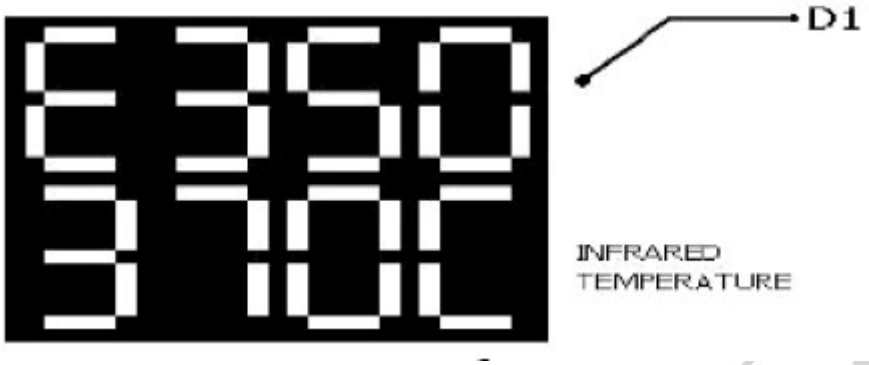

рис. 6.
9. Если ремонт окончен, нажмите кнопку C1 для выключения ИК-излучателя. Обратите внимание, что система будет ждать, пока температура не опустится до 90 ^{o}C прежде чем полностью выключится. Вы также заметите небольшое изменение на панели во время постепенного уменьшения температуры, как показано на рис. 6